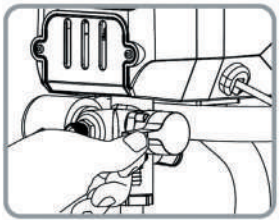

Рис. 39
5. Переведите дренажный кран в положение «покраска», выставьте необходимое давление и дайте краскопульту поработать до его отключения (рис. 39).